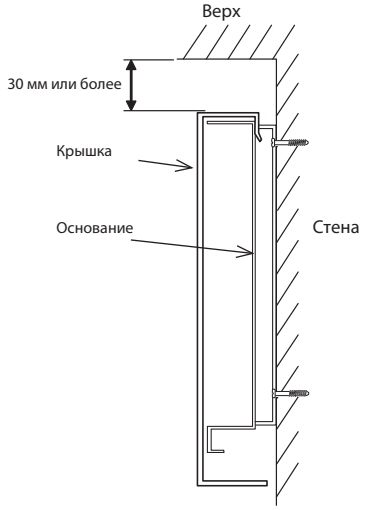

Рис. 2.3.2
* Для защиты устройства от падения со стены, выберите соответствующие винты (местной поставки) и надежно закрепите основание горизонтально в подходящем месте на стене. (См. Рис. 2.3.2)